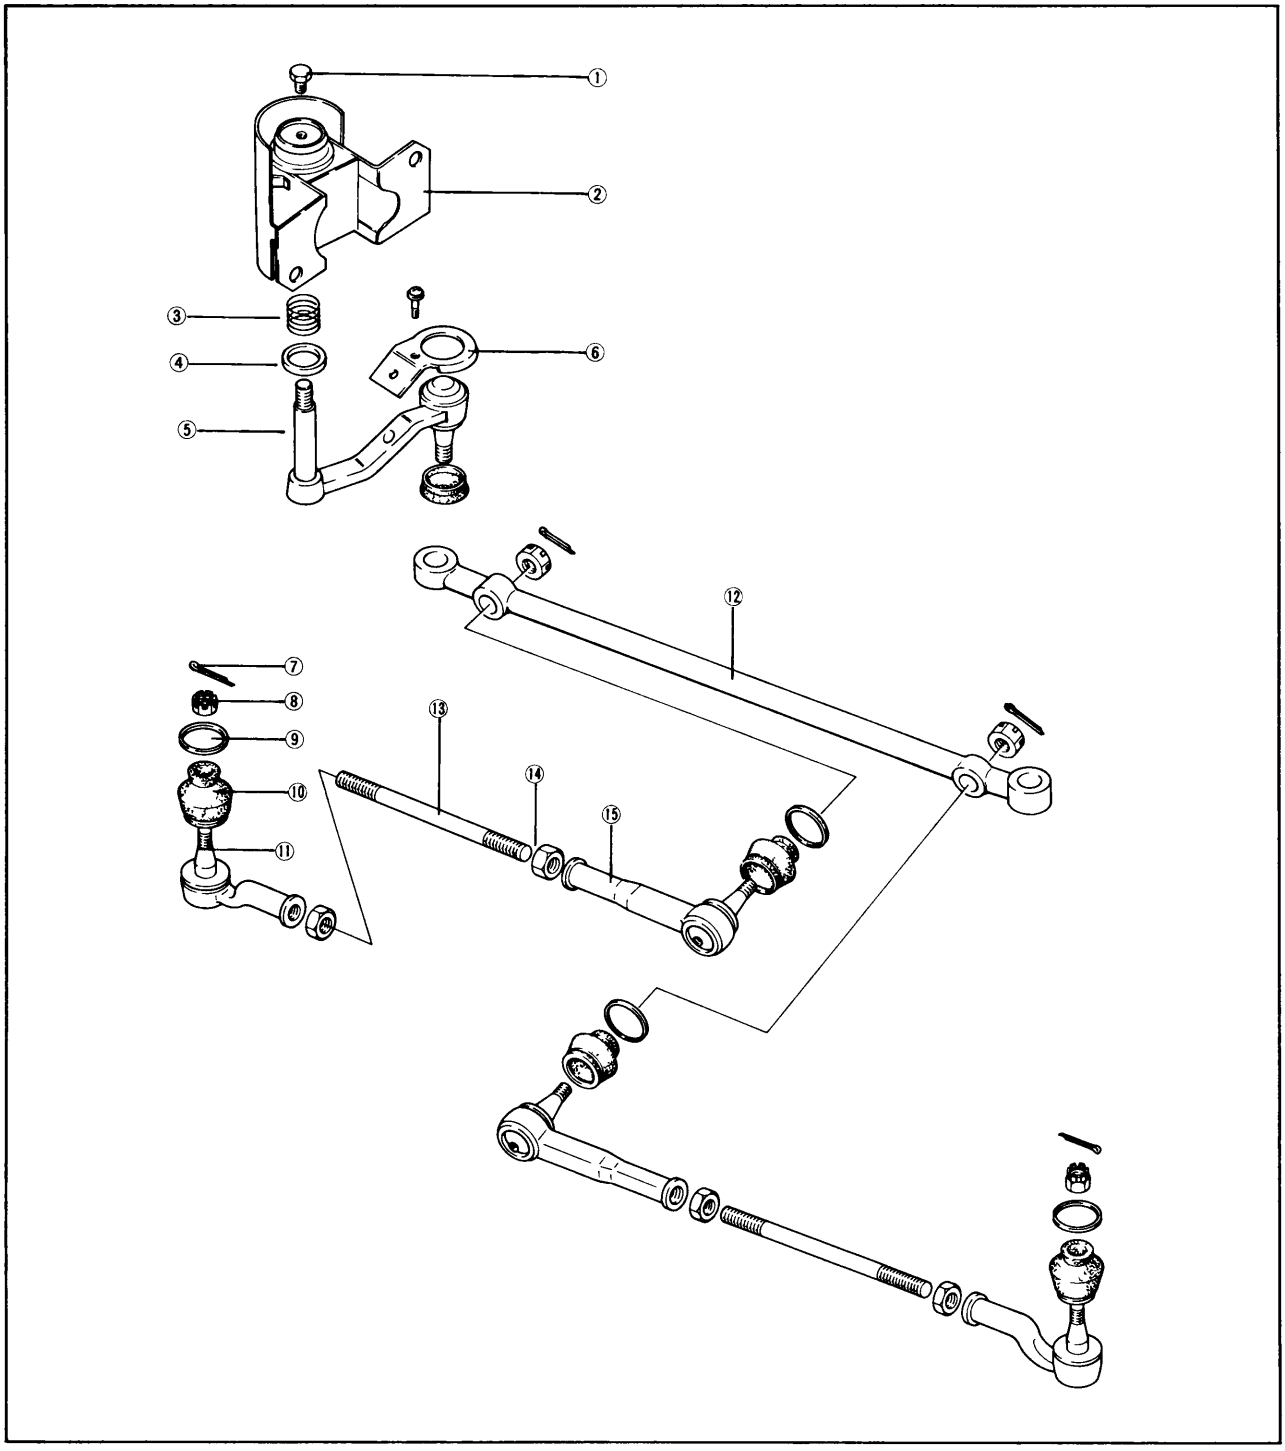

Fig. 10–16 Steering linkage
9. Screw the idler arm into the bracket until the distance "A" between the idler arm edge and the bracket, as shown in Fig. 10–17, becomes **4.0 ~ 6.0 mm (0.157 ~ 0.236 in).**